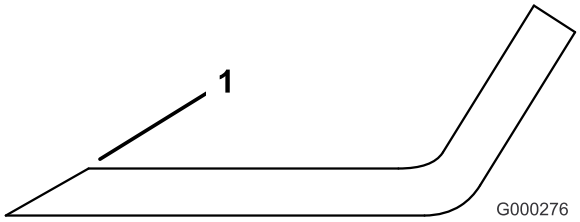

Figur 77
1. Slipa eggarna i båda ändar av kniven med en fil (Figur 77). Behåll ursprungsvinkeln. Kniven behåller balanseringen om samma mängd material avlägsnas från båda eggarna.